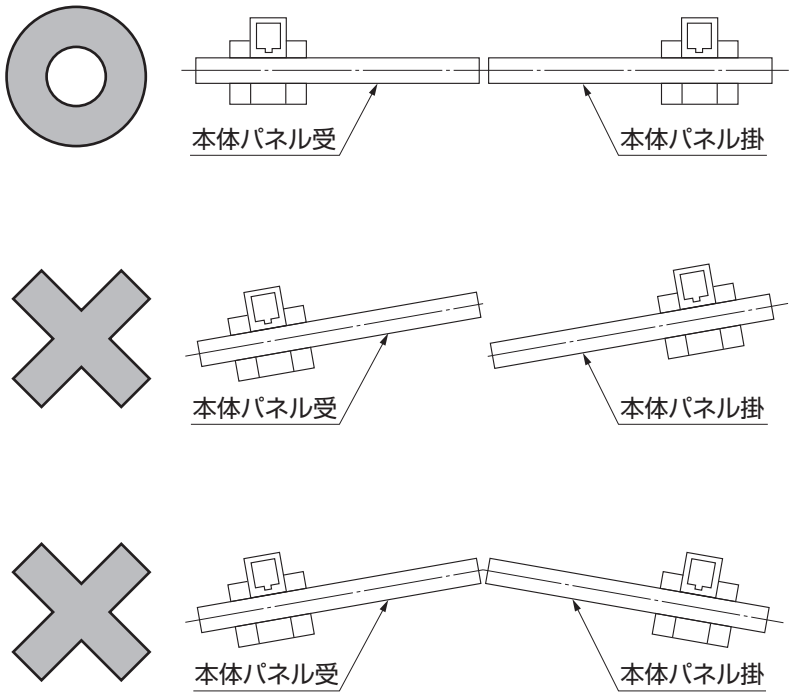

図8-1
①本体パネル掛と本体パネル受の通りが一直線になっていることを確認してください。（図8-1参照）